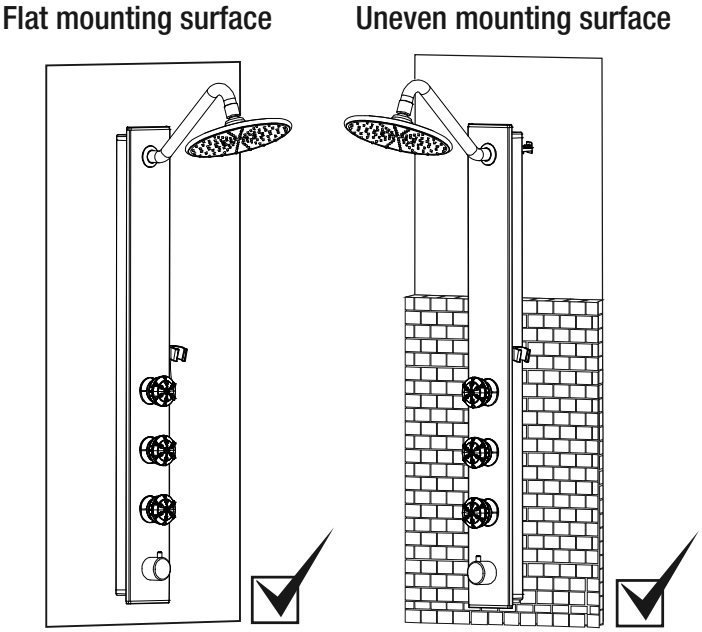

Fig. 1
1. This product can be installed on both flat and uneven surfaces of up to 1-1/12" (38 mm), see Fig. 1.